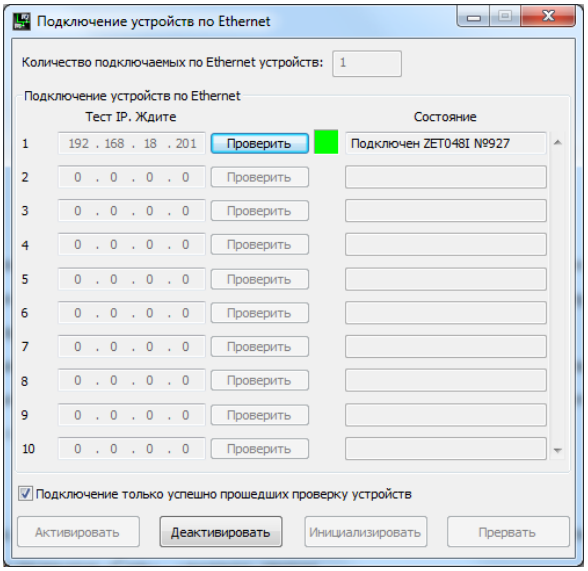

Рис. 7
- в окне программы «Подключение устройств по Ethernet» нажать панель «Активировать» и убедиться в том, что по истечении не более 30 сек произойдет соединение с регистратором (Рис. 7).